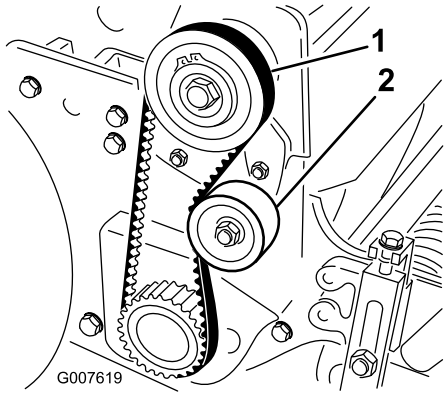

Figur 29
2. Kontrollera spänningen genom att trycka ned remmen mellan två skivor (Figur 29) med en kraft på 1,8 till 2,3 kg. Remmen ska böjas ned 6 mm.
A. Lossa fästmuttern på mellanremskivan och sväng mellanremskivan medsols mot remmens baksida tills önskad remspänning erhålls (Figur 29).